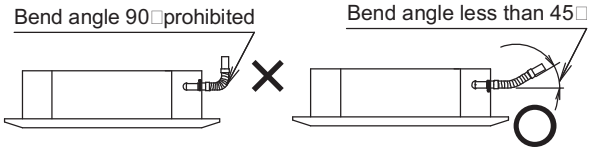

Fig. 1-15
- Do not bend the supplied drain hose 90□or more. Bend it less than 45□ (Fig. 1-15)